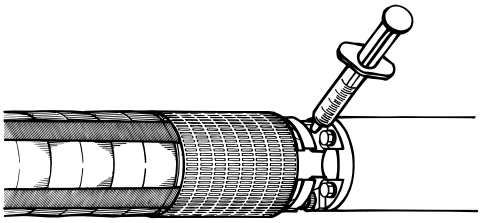

Рис. 10 Құйғыш клапанның күйі
1. Бұрағыштың көмегімен қозғалтқыштың жоғарғы бөлігіндегі клапанның алдында орнатылған сүзгіні итеріп шығарыңыз. Егер сүзгіде оймакілтек болса, мұндай сүзгіні бұрап шығару керек. Құйғыш клапанның күйі *Рис. 10* сур. келтірілген.
2. Құйғыш піскектің ұшын клапанға қысыңыз және электрлі қозғалтқышқа салқындатқыш сұйықтықты құйыңыз. *Рис. 10*-суретті қараңыз Бұл ретте піскекпен клапанға шамадан тыс күшпен күш түсірмеу керек, өйткені бұл клапанның бүлінуіне және саңылаусыздықтың жоғалуына әкеліп соқтыруы мүмкін.